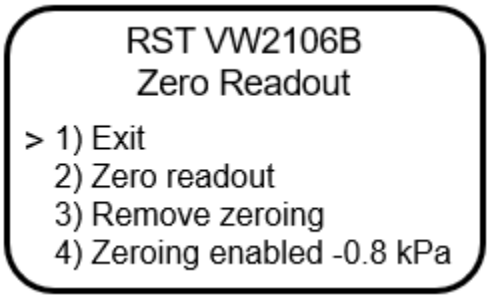

FIGURE 4-8 ZEROING OPTIONS
5. Press **Enter** to accept the value displayed or press **ESC** for more options (Figure 4-8).